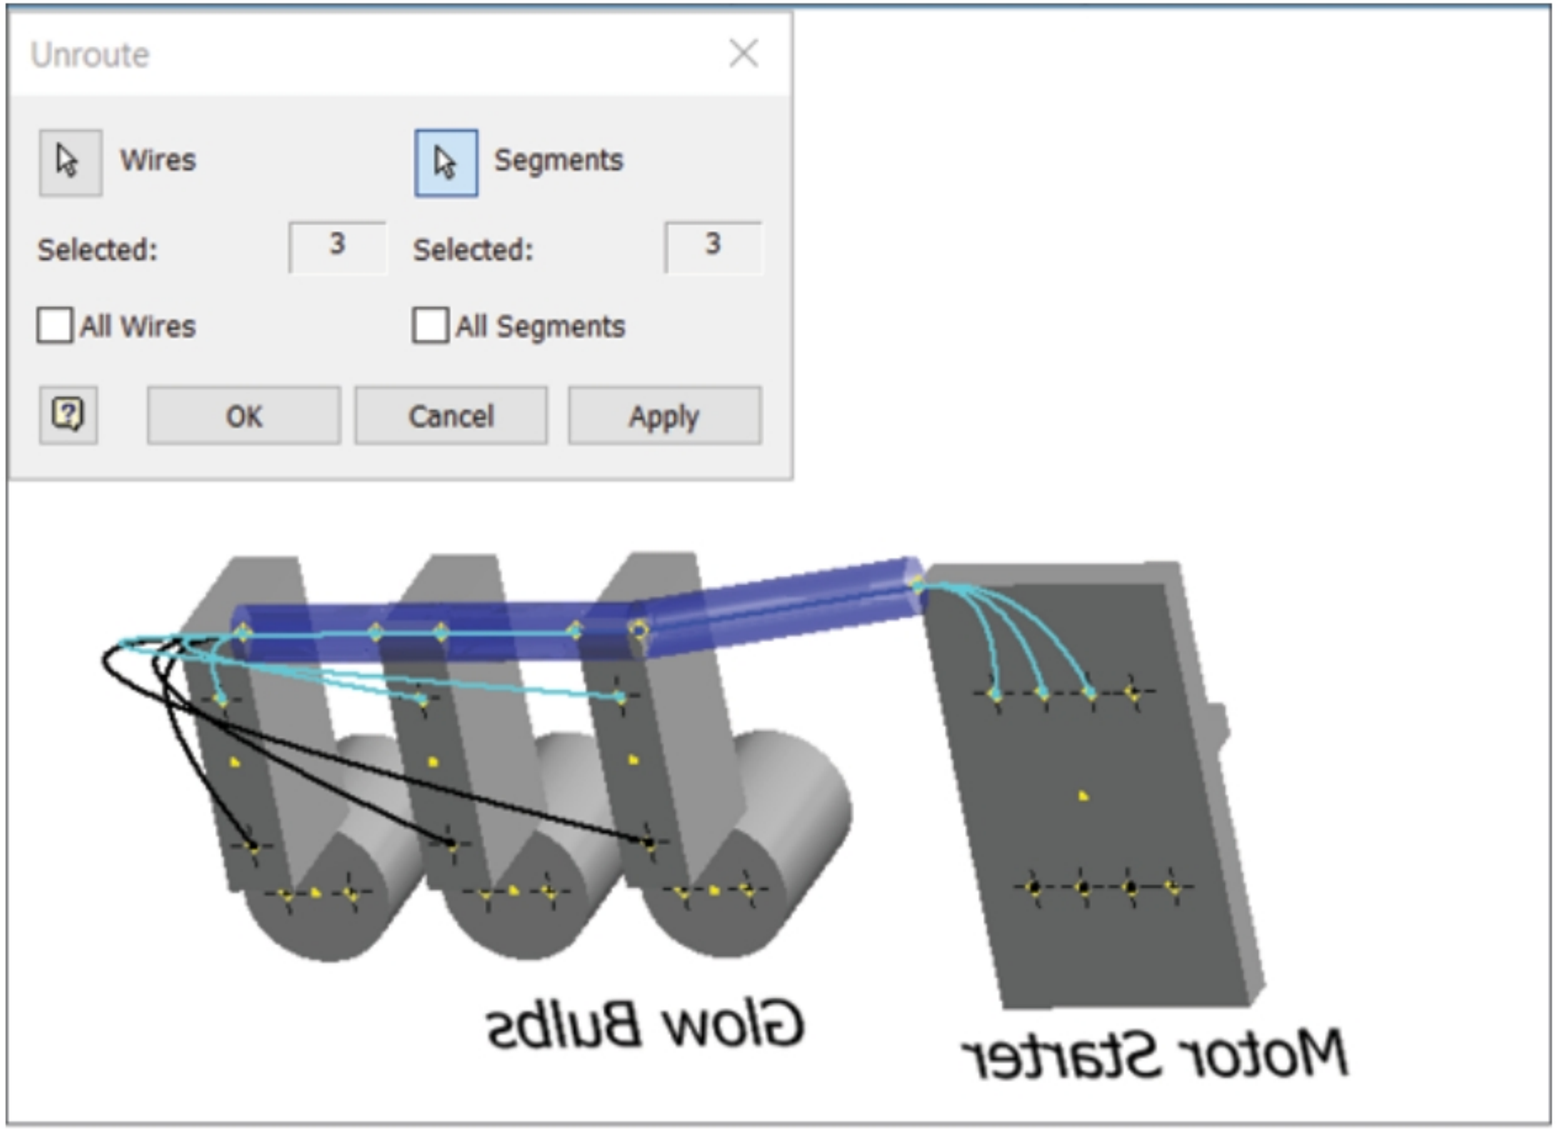

Figure-70. Wires and segments selected for unroute
- Clear the **All Segments** check box if you want to manually select the segments to be skipped for routing the wires. After clearing check box, select desired segments; refer to Figure-70.